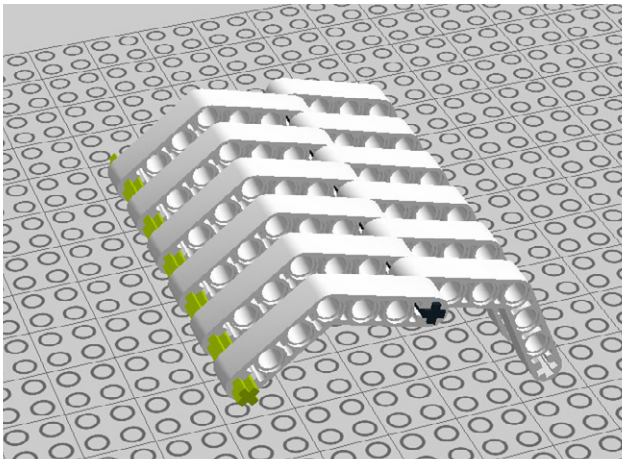

Figure 7-14. *Step 7: Securing the end*
7. Secure the end as you did in Step 4 (Figure 7-14).